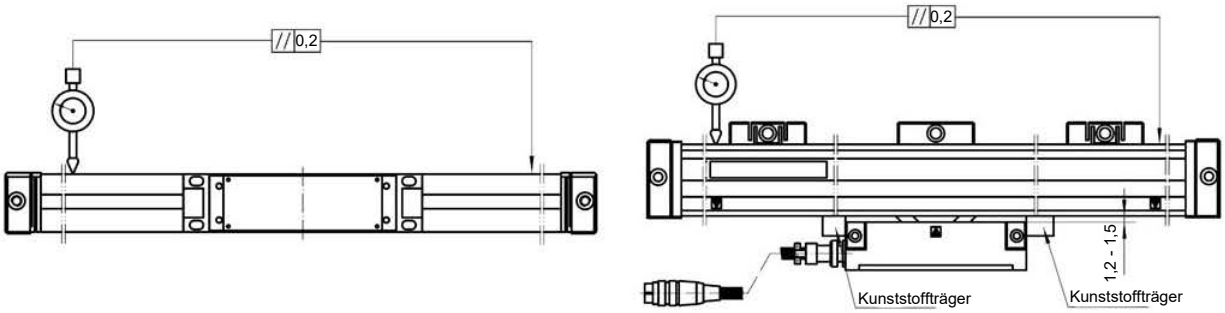

Abb.2-10:
➜ Zwischen beiden orthogonalen Seitenflächen der Messleiste und der Werkzeugmaschinenführung muss der parallele Fehler kleiner als 0,2 mm über den ganzen Bereich liegen. ☞ Abb.2-10:
- Die Abstandstoleranz zwischen Lesekopf und Messleiste wurde nicht über die gesamte Meßstrecke eingehalten ☞ Abb.2-10: